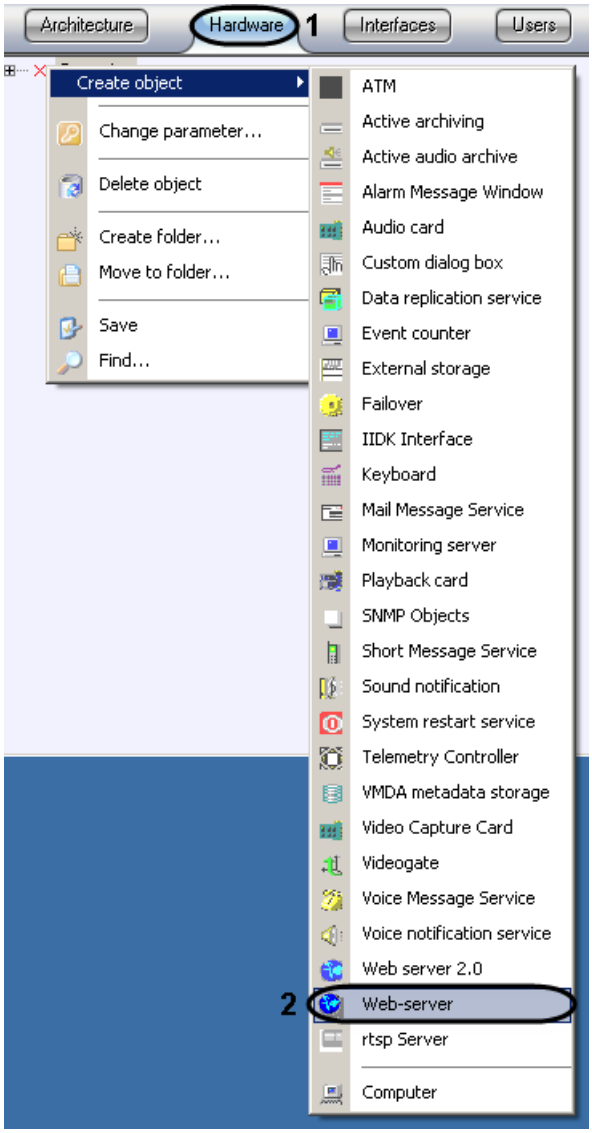

Figure 8.16-2 Creating the "Web-server" object
1. Select the required “Computer” object in the “Hardware” tab of the “System settings” dialog box (Figure 8.16-2, 1).
2. Right-click upon the selected "Computer" object and select "Create object" ⇨ "Web-server" in the context menu (Figure 8.16-2, 2).